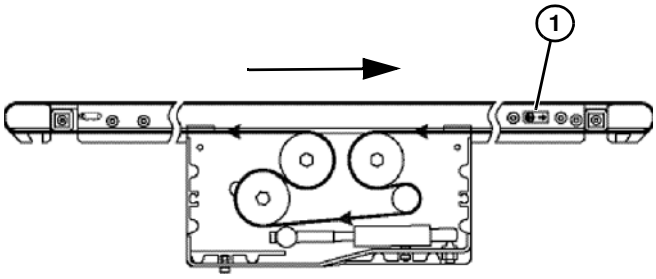

Abbildung 48
*Bei Mittenantrieb-Förderbändern wird die Transportrichtung des Bands von einem Pfeilschild auf der Seite des Förderbands **(Abbildung 48, Teil 1)** & **(Abbildung 49, Teil 1)** angegeben.*